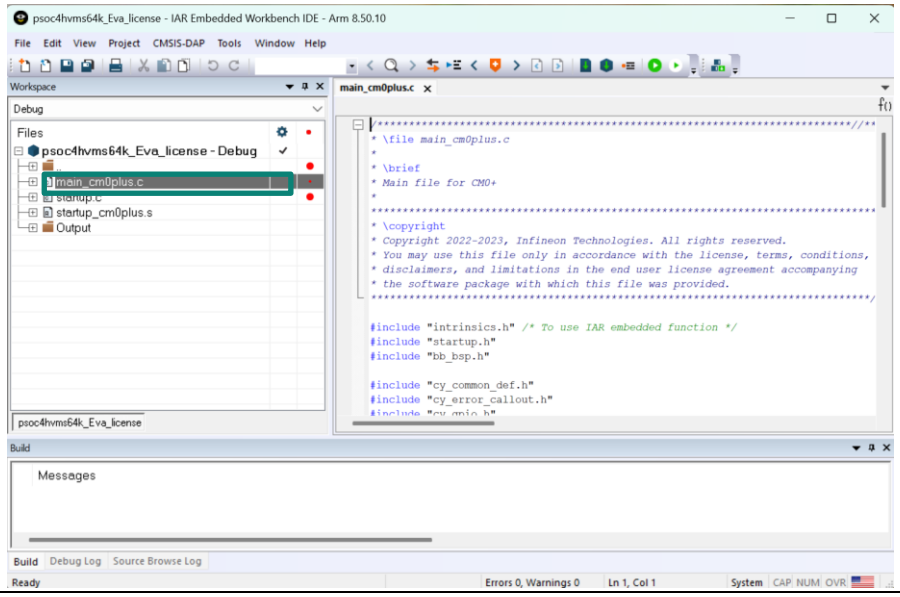

Figure 26 Sample code for main_cm0plus.c
2. Double-click on *main_cm0plus.c* in the left panel. Details of the sample code are shown in Figure 26